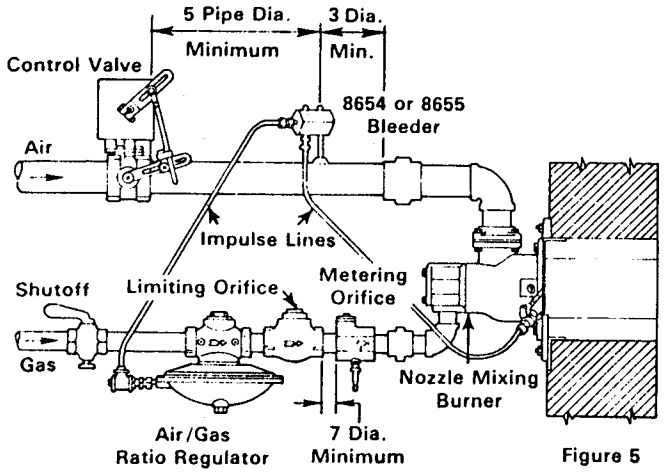

Figure 5
5. If the combustion chamber pressure fluctuates or is not atmospheric (sealed-in burners) and if gas pressure is less than air pressure, use a 3-pipe bleeder, as shown in Figure 5; this arrangement bleeds off a portion of the air impulse pressure to the combustion chamber so that fluctuations in combustion chamber pressure are neutralized by being applied to both sides of the controlling diaphragm in the gas regulator.